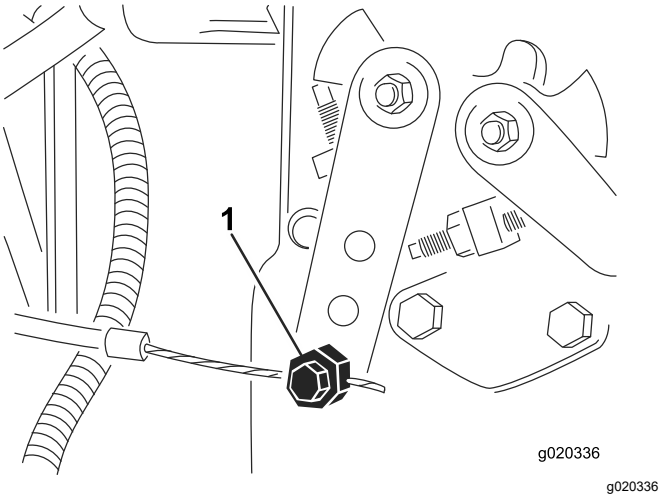

Figuur 75
3. Maak de klem van de gaskabel op de hefboomarm van de injectiepomp los (Figuur 75).